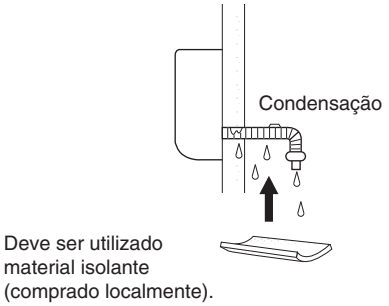

Fig. 3-36
c) Se o tubo de drenagem for estendido na sala, isole o tubo com isolamento* de modo a que a condensação de arrefecimento não danifique os móveis ou os pisos. (Fig. 3-36)